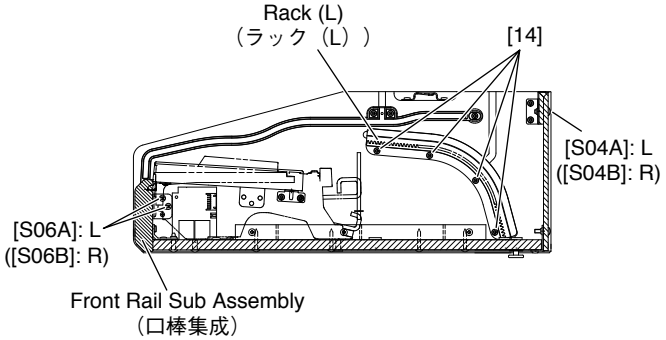

Fig.8（図 8）
8-4 Remove the four (4) screws marked [14]. The rack (L) can then be removed. (Fig.8)
* ***The rack (R) can then be removed in the same manner.***
8-4 [14] のネジ 4 本を外し、ラック (L) を外します。(図 8)